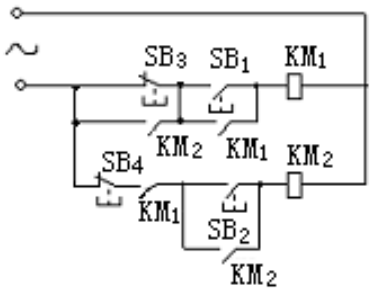

图 4
10. 在图 4 所示的控制电路中，SB 是按钮，KM 是接触器，KM1 控制电动机 M1，KM2 控制电动机 M2，若要起动 M2，必须（　）。